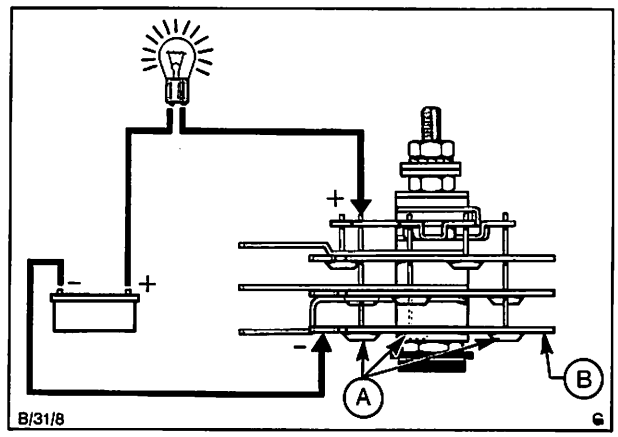

Abb. 52 A = Minus-Diode
a) Prüfkreis am Minus-Wärmeableiter des Diodenträgers anschließen. Dabei Plus-Prüfspitze an Oberseite eines der am Minus-Wärmeableiter angeschlossenen Diodenstifte halten, Abb. 52. Funktioniert die Diode einwandfrei, so leuchtet die Prüflampe auf.